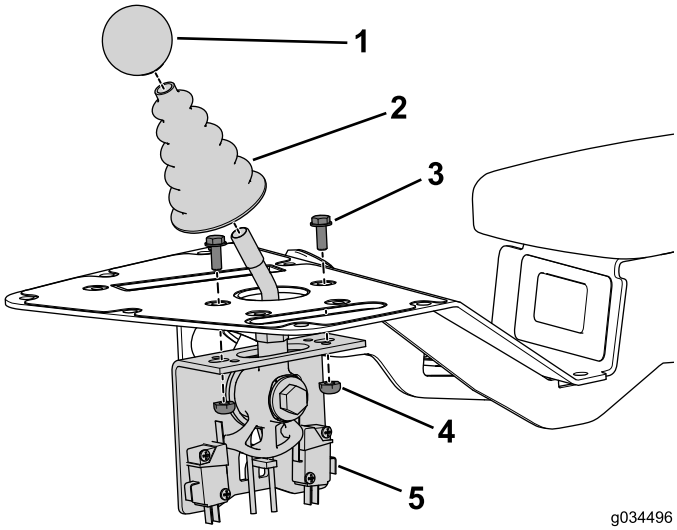

**Figura 4**
1. Retire e guarde o manípulo do eixo do controlo de corte (Figura 4).
2. Retire e guarde o cesto de poeiras do eixo do controlo de corte (Figura 4).
3. Remova e guarde os dois parafusos e porcas que fixam o conjunto do controlo de corte ao conjunto da consola (Figura 4).